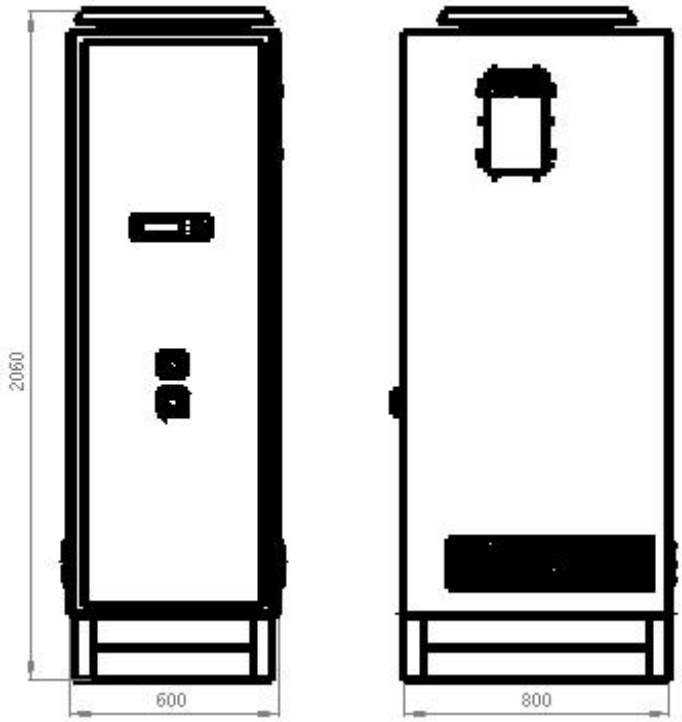

Рис.1 Габаритные и присоединительные размеры зарядного устройства
4.32 Габаритные и установочные размеры зарядного устройства приведены на рис. 1.